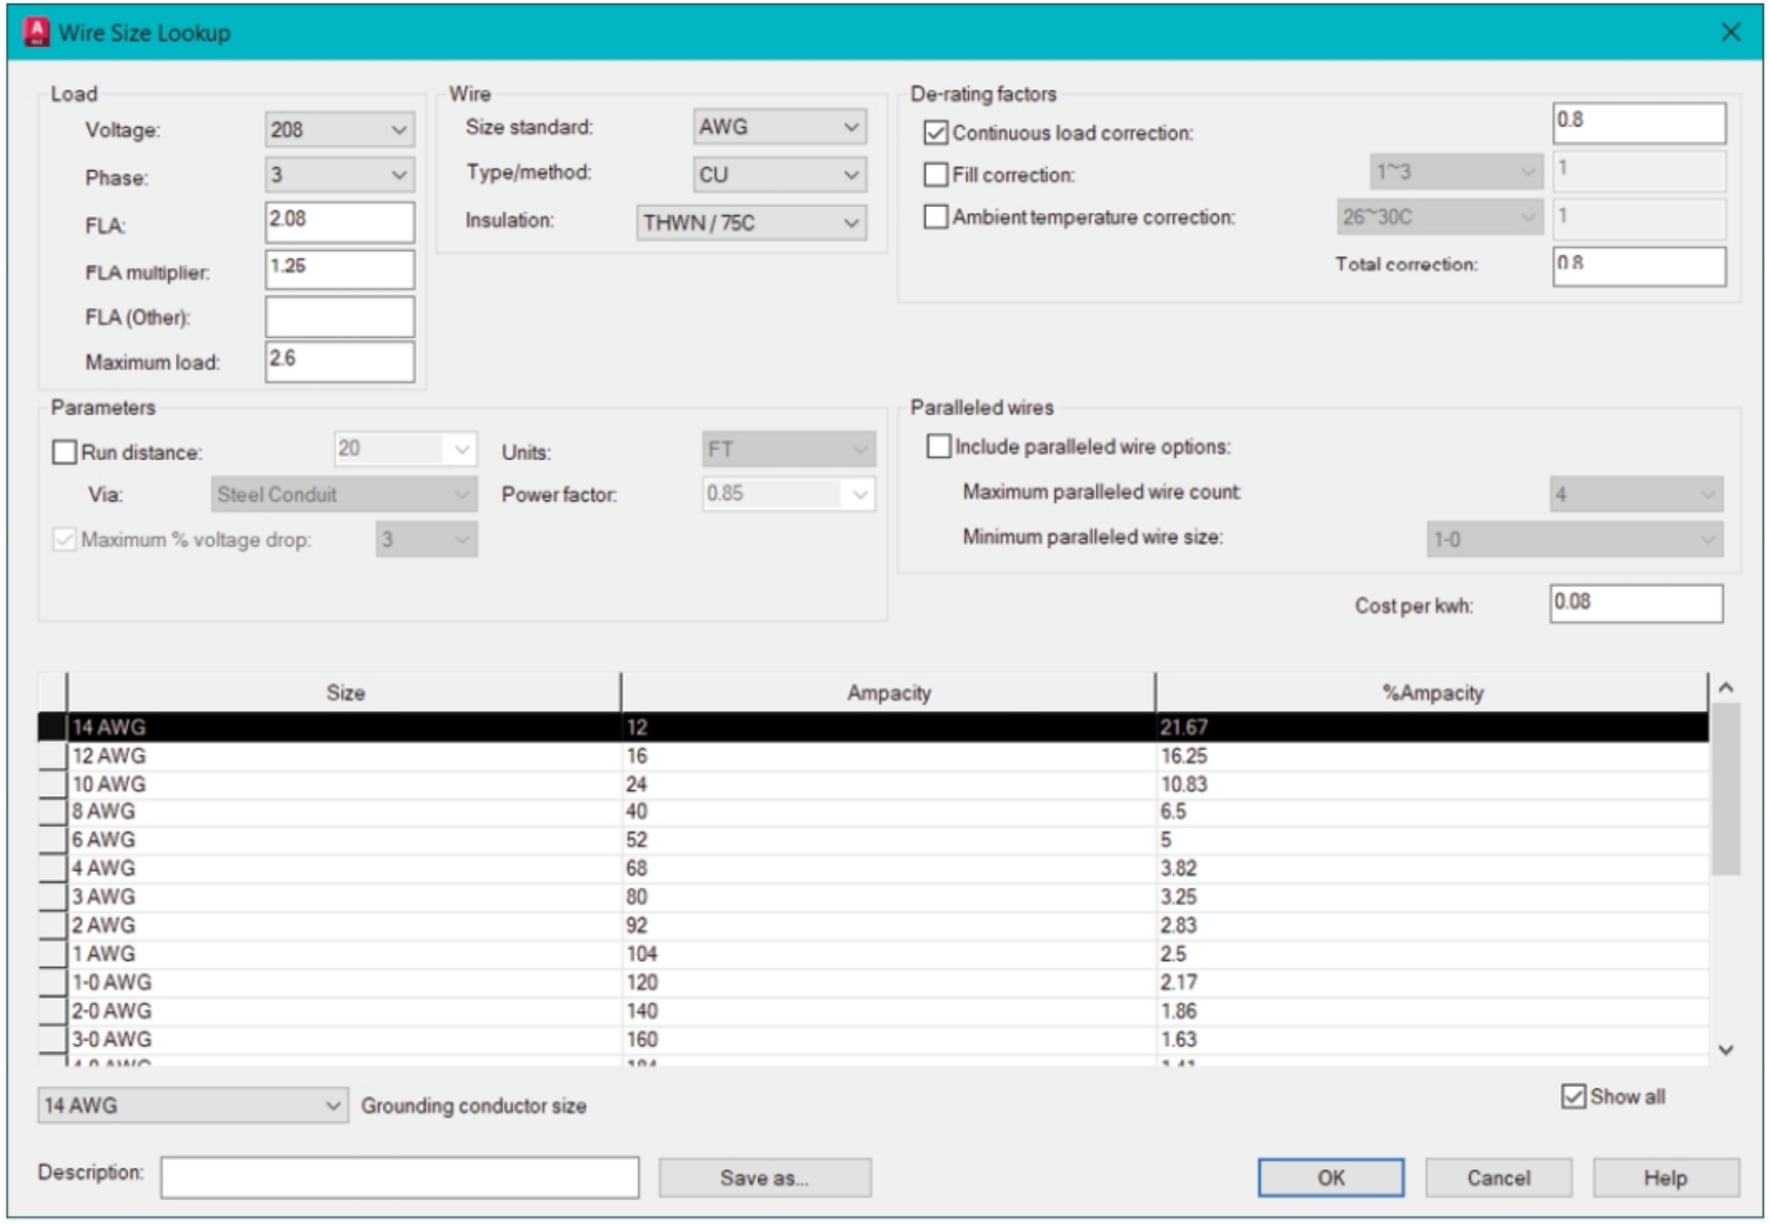

Figure-50. Wire Size Lookup dialog box
- Click on the **OK** button from the dialog box after specifying desired parameters. The **Wire Size Lookup** dialog box will be displayed; refer to Figure-50.